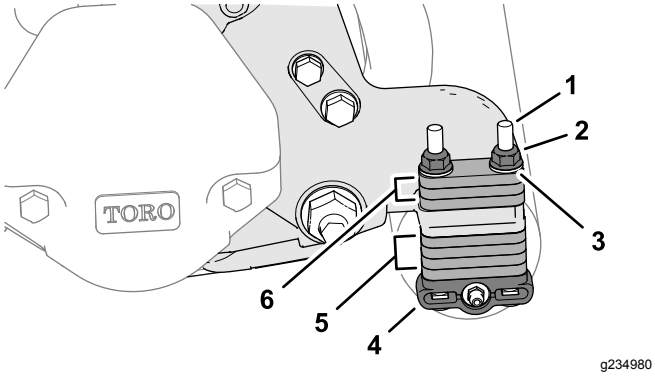

Рисунок 13
3. Установите проставки, которые вы определили при выполнении пункта 2, на 1 кронштейн заднего валика (Рисунок 13) с помощью 4 каретных болтов (5/16 x 4 дюйма).
Примечание: Используйте проставки, каретные болты и гайки (Рисунок 13), входящие в комплект, для регулировки высоты скашивания на величину более 25 мм (1 дюйм).
4. Установите проставки, кронштейны заднего валика и каретные болты на фланцы левой и правой боковых пластин (Рисунок 13).
5. Установите оставшиеся проставки на каретные болты (Рисунок 13) над фланцами боковых пластин (положение хранения).
6. Прикрепите задний валик и регулировочные прокладки к режущему блоку с помощью 4 шайб, снятых при выполнении пункта 1, и 4 фланцевых контргаек (Рисунок 13).